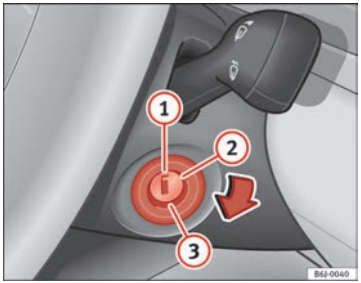

Fig. 98 Ignition key positions
In this position ⇒ fig. 98 the ignition and the engine are OFF and the steering may get locked.
– Turn the ignition key to position ⇒ fig. 98 (2). The indicator lamp ➰ will light for engine pre-heating.
– When the warning lamp turns off, turn the key to position (3) to start the engine. Do not press the accelerator.
– Turn the ignition key to position ⇒ fig. 98 (1).